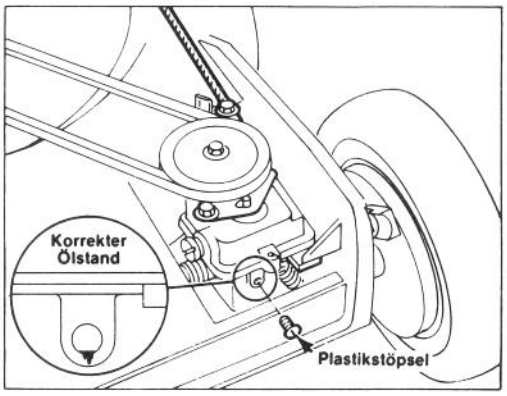

Abbildung 17
2. ÜBERPRÜFUNG DES GETRIEBEÖLSTANDS (Abb. 17)—Mäher auf ebenen Boden stellen und um den Plastikstöpsel herum säubern. Plastickstöpsel entfernen und auf das Heraussickern des Öls aus dem Loch achten. Wenn Getriebeöl herausSickert, unverzüglich den Plastickstöpsel einstecken, da das Öl den korrekten Füllstand hat. Wenn kein Öl heraussickert, Getriebeöl nachfüllen: siehe Maßnahme 3.